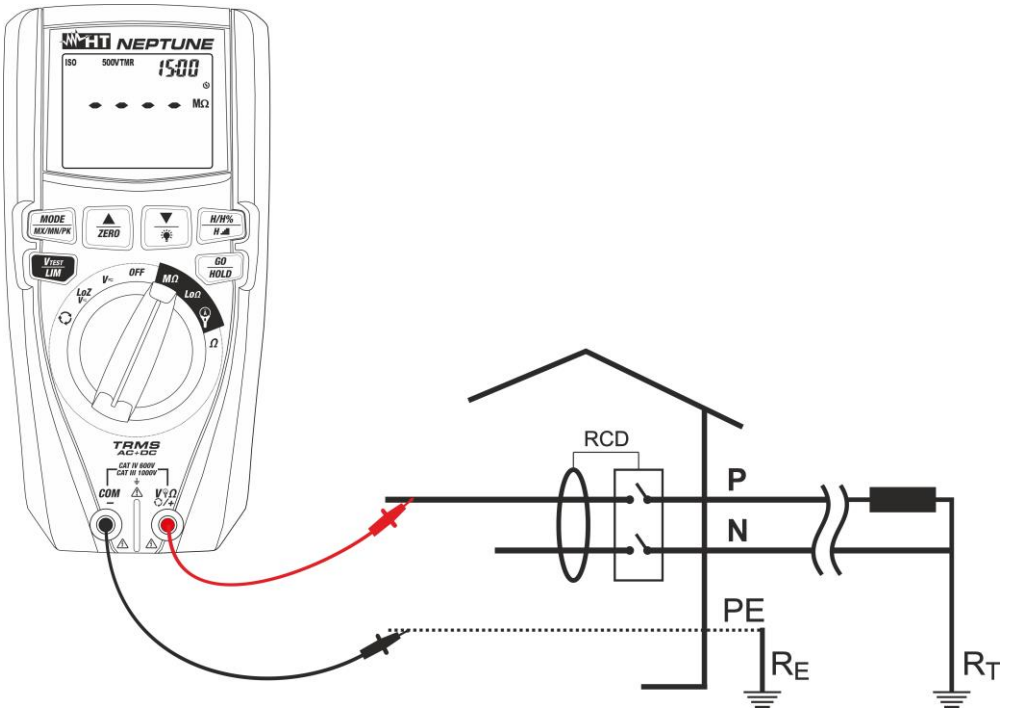

Fig. 19: Uso do instrumento para a medição da resistência de isolamento pelo modo TMR
6. Inserir o condutor vermelho no terminal de entrada **VΩ/+** e o condutor preto no terminal de entrada **COM/–** e eventuais terminais com crocodilo e ligar o instrumento à instalação em exame (ver Fig. 19)